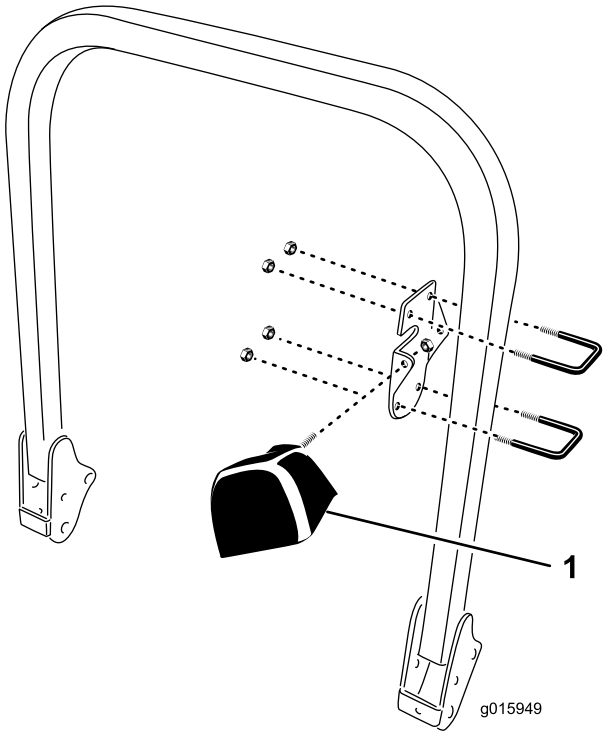

Bild 7
1. Befestigen Sie die Lampenhalterung mit zwei U-Bügeln und zwei Sicherungsmuttern (3/8-16) innen am Überrollschutz; die Position ist in Bild 7 dargestellt.